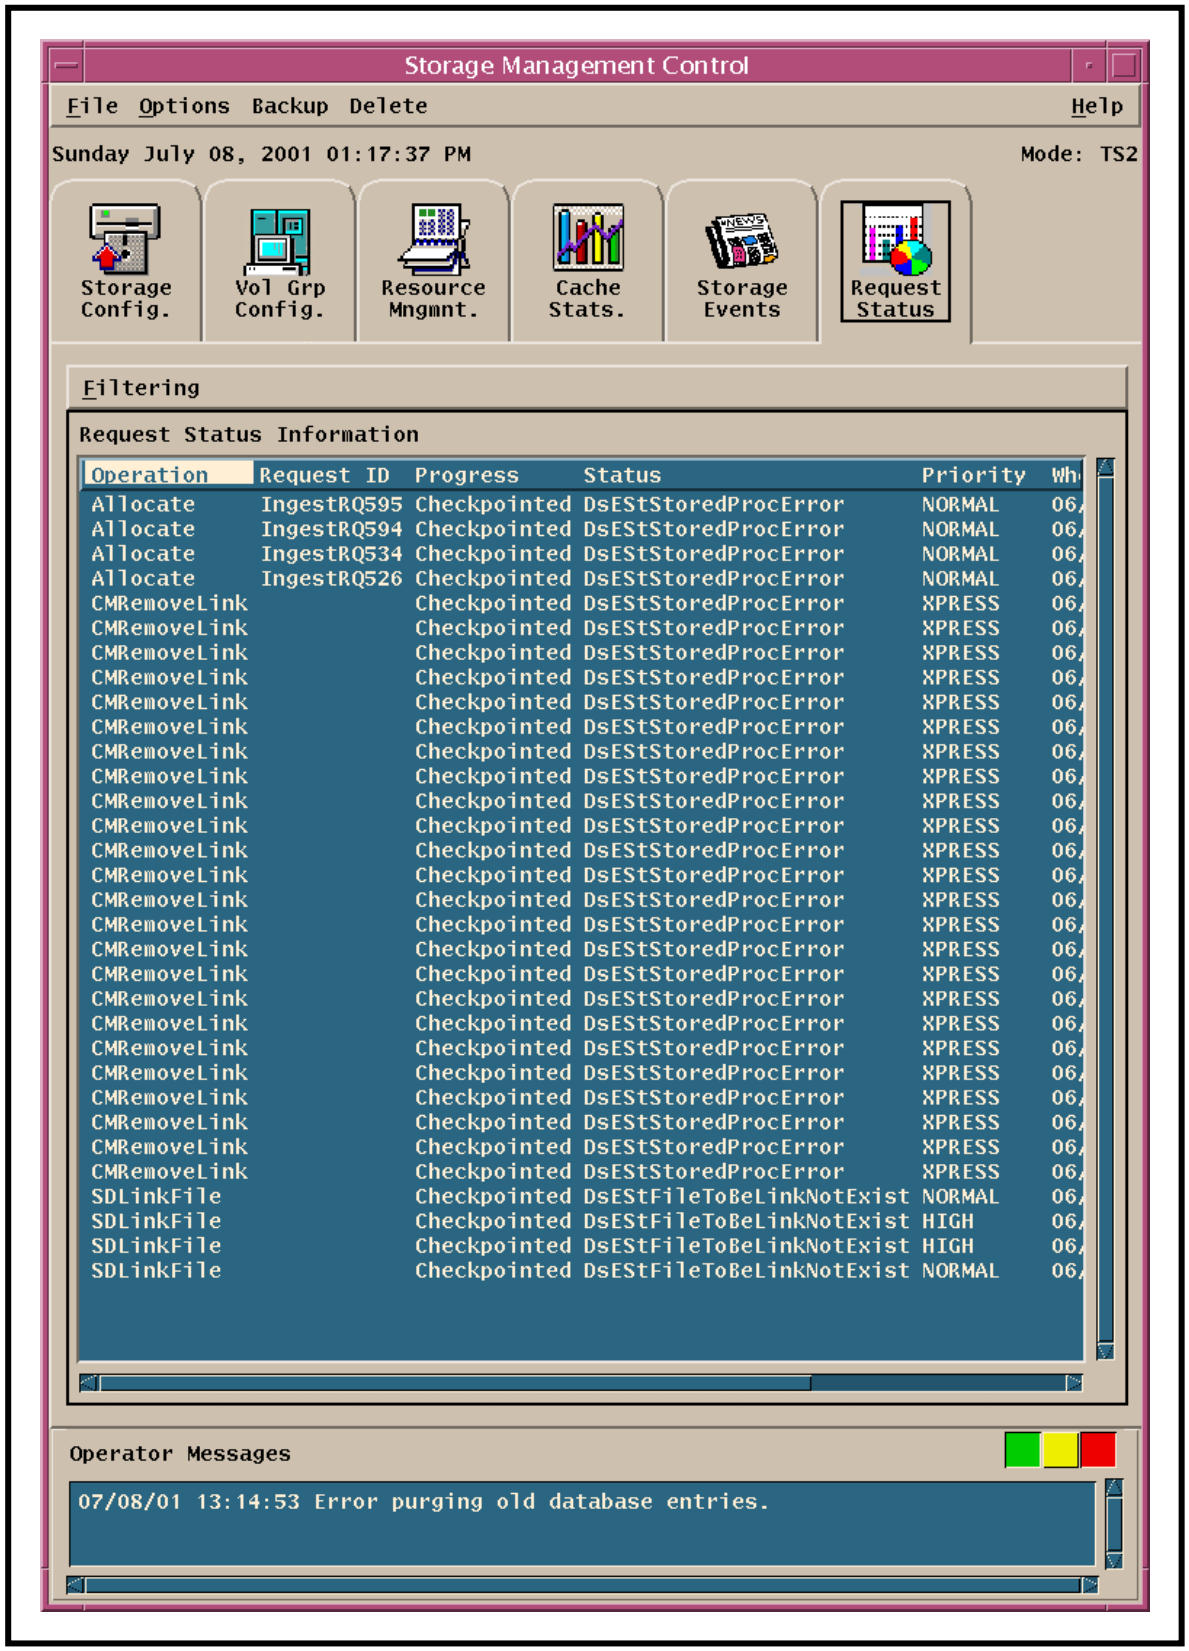

Figure 16. Request Status Tab (Storage Management Control GUI)
The **Request Status** tab (Figure 16) on the **Storage Management Control** GUI provides the Distribution Technician with the ability to monitor processing activity in all of the storage management servers for a given mode. The **Request Status Information** table lists the requests that are currently being serviced by storage management servers and those that have been completed within the last 24 hours. It is possible to review the following information concerning any particular storage management request:
- The **Request Status** tab (Figure 16) is displayed.